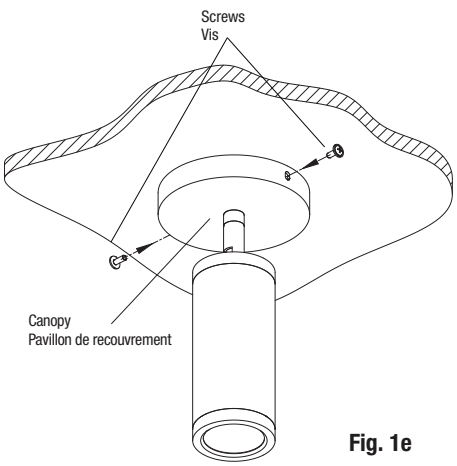

**Fig. 1e**
7. Install the canopy of luminaire on the ceiling Universal Spider Adaptor Plate by using the two side screws (Fig. 1e).
7. Installer le pavillon de recouvrement du luminaire sur la plaque adaptateur à débouchures universelles du plafond à l'aide des deux vis latérales (Fig. 1e).